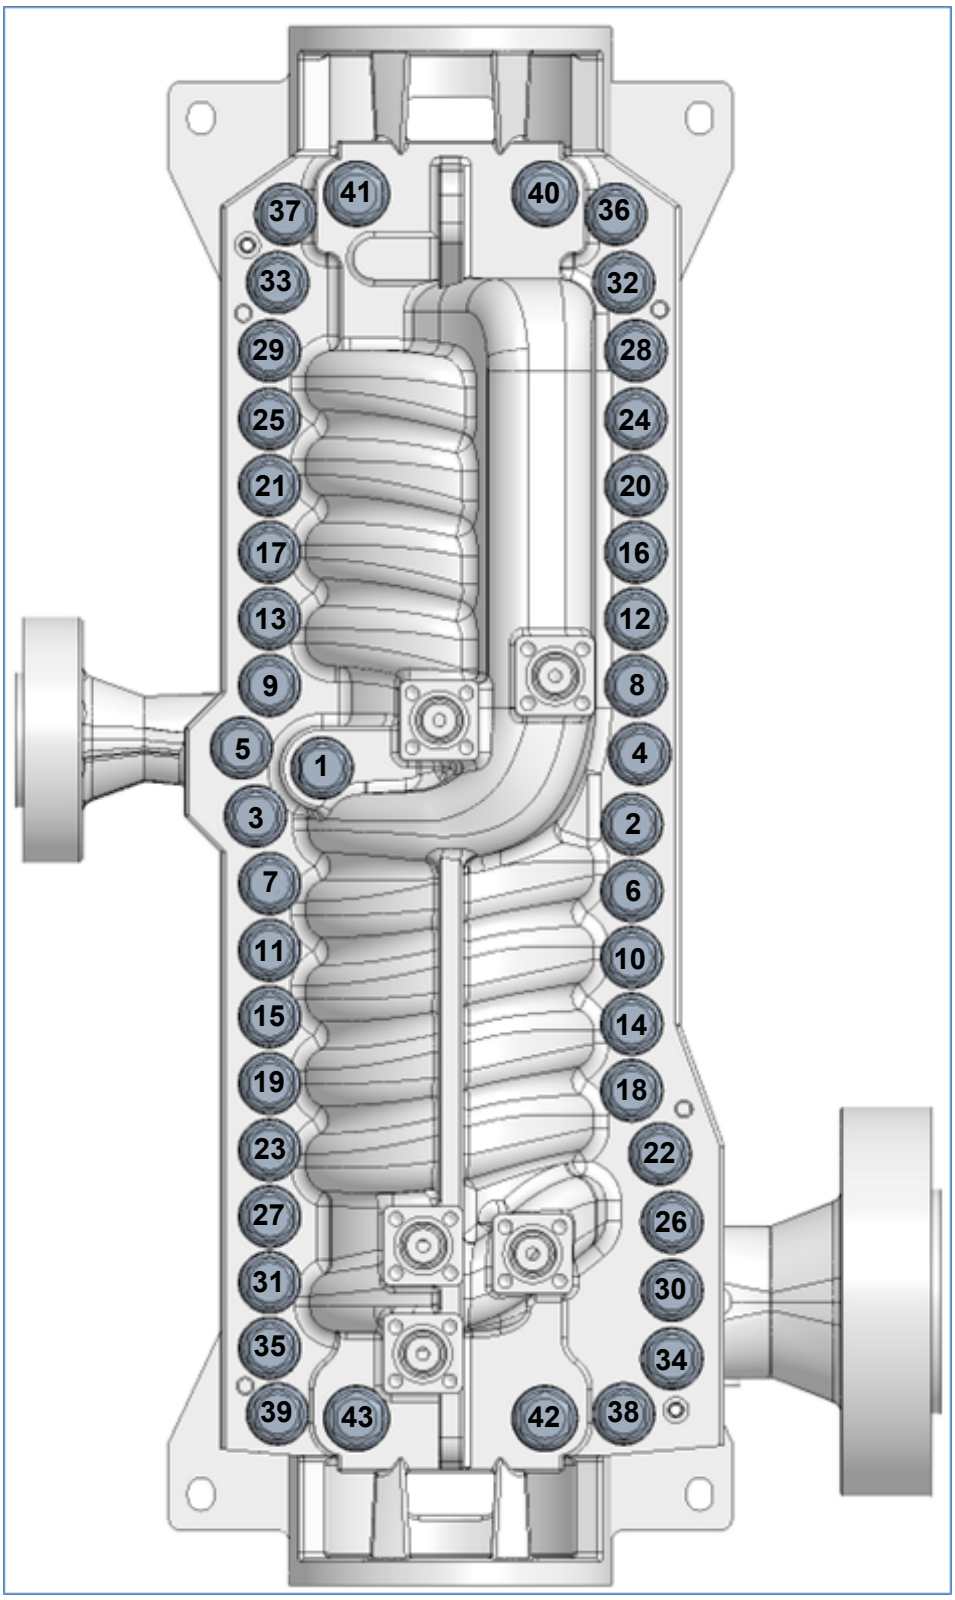

Figure 3: Tightening sequence.
- Tightening is performed in a circular pattern, starting from the center and alternating side to side, then moving outward, as shown in *Figure 3*: Tightening sequence.